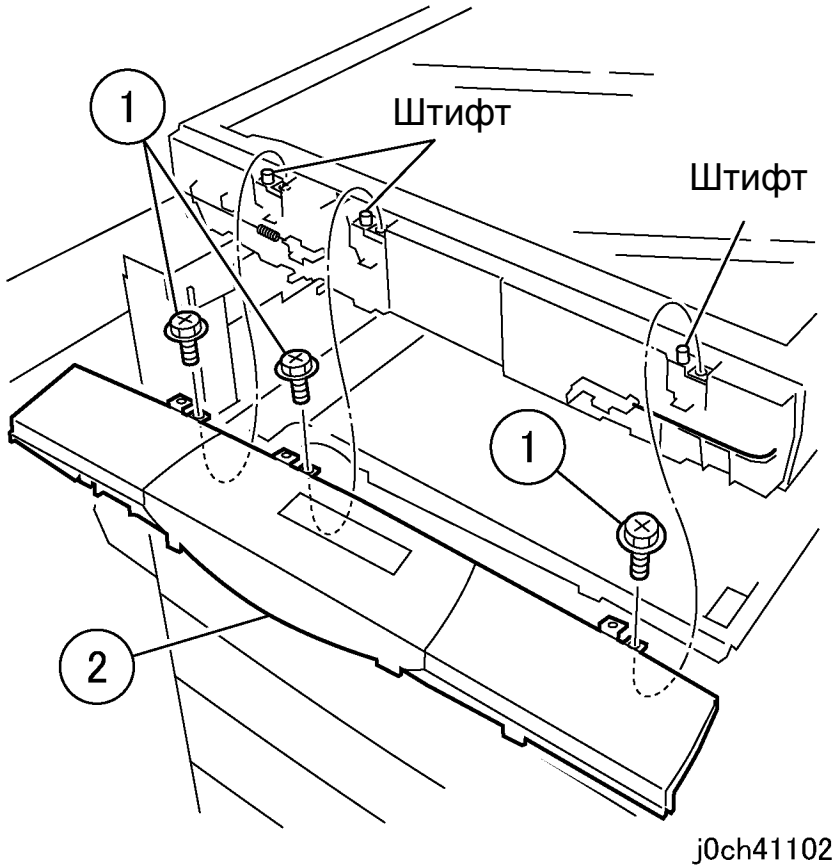

Рисунок 3 Снятие панели управления (j0ch41102)
4. Снимите панель управления с подключенным разъемом (рисунок 3).